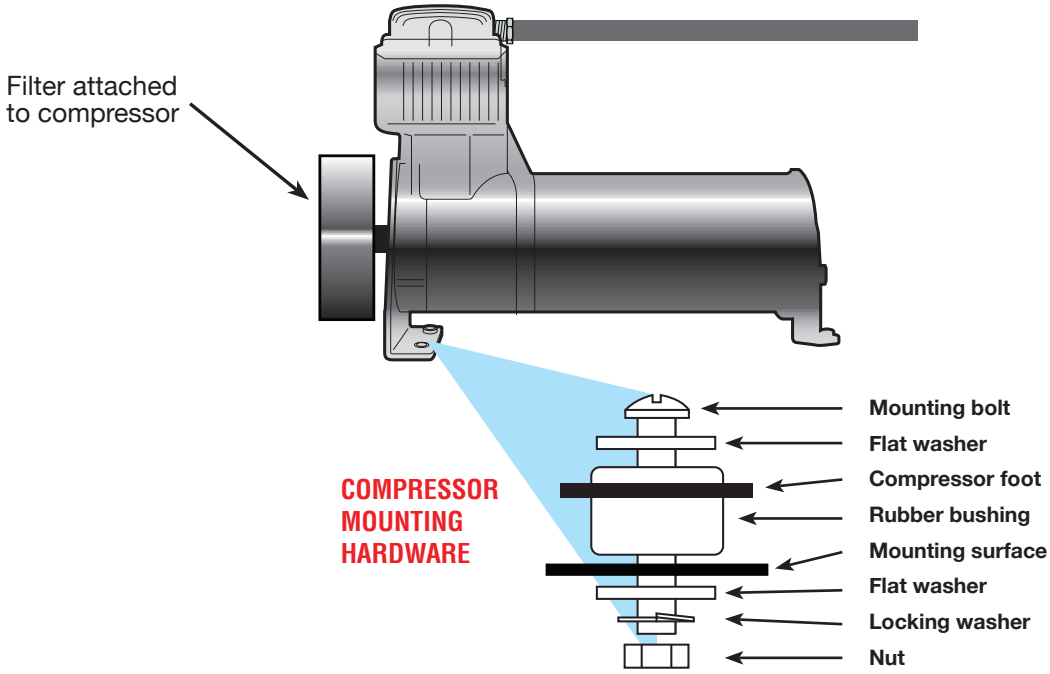
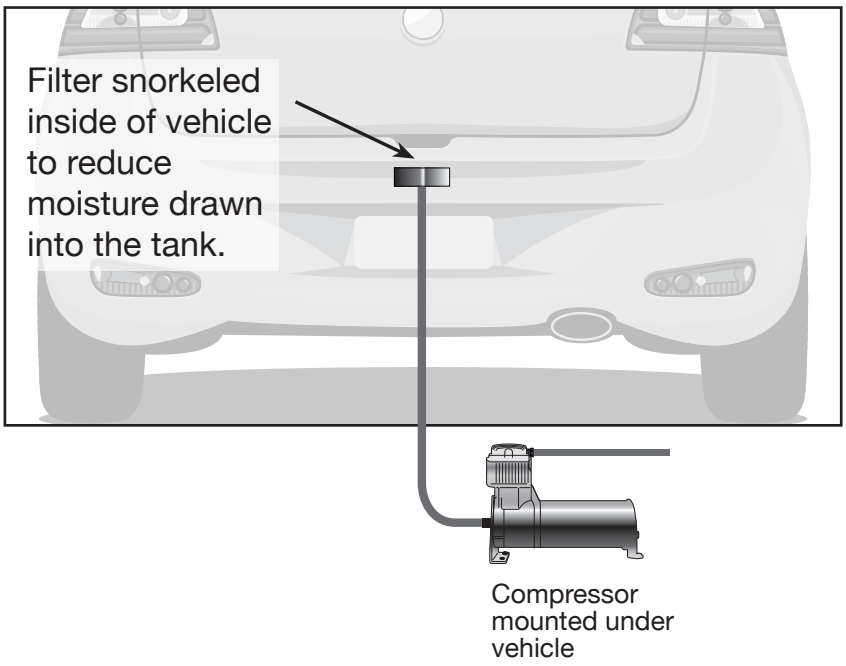

*fig. 14*
*fig. 15*
1. Prepare the compressor intake. If it is mounted inside the vehicle, attach the filter to port on end of compressor (fig. 14). If the compressor is located outside the vehicle, snorkel the inlet filter to dry location inside vehicle using components supplied with compressor (fig. 15).